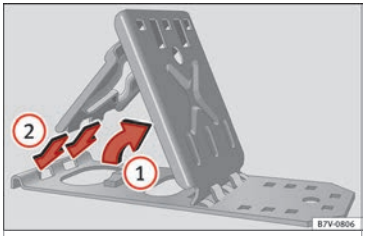

Fig. 101 To unfold the foldable wedges.
- Lift the base plate ››› Fig. 101 (1).
- Insert the two “tabs” of the mounting plate into the long openings on the base plate (2).